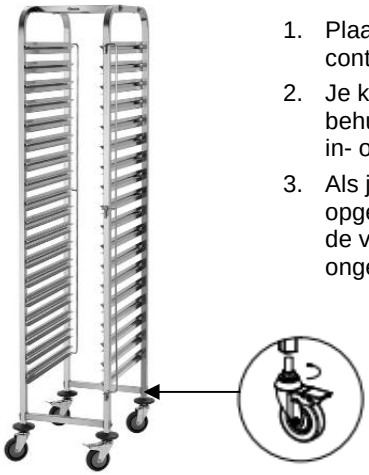

Afb. 3
2. Je kan de afruimwagen stabiel maken met behulp van de zwenkwielen, waarbij je deze in- of uitdraait (**Afb. 3**).